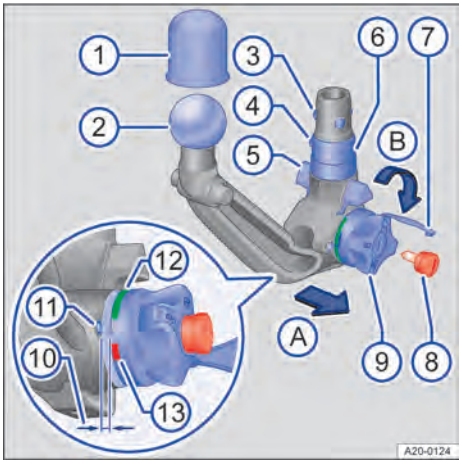

Fig. 168 Cuadro general: enganche desmontable para remolque.
4. Retire la tapa → Fig. 168 ⑦ de la cerradura de la ruedecilla.
5. Introduzca la llave → Fig. 168 ⑧ en la cerradura y gírela en el sentido contrario al de las agujas del reloj.
6. Sujete el enganche → Fig. 168 ② con una mano → ⚠.
7. Con la otra, extraiga la ruedecilla → Fig. 168 ⑨ en el sentido de la flecha Ⓐ y manténgala en esta posición.
8. Gire la ruedecilla → Fig. 168 ⑨ en el sentido de la flecha Ⓑ hasta el tope.
9. Sujete la ruedecilla → Fig. 168 ⑨ en esta posición y retire el enganche para remolque ② de su alojamiento hacia abajo. El enganche encastra y está pretensado.
2. Con la otra, gire la ruedecilla → Fig. 168 ⑨ en el sentido de la flecha Ⓑ hasta el tope.
3. Presione la bola → Fig. 168 ④ hacia dentro.
4. Gire la ruedecilla → Fig. 168 ⑨ en el sentido contrario al de las agujas del reloj.
5. Suelte la bola → Fig. 168 ④. La ruedecilla ya no queda separada del enganche. El enganche está ahora destensado.
6. Gire la llave → Fig. 168 ⑧ en el sentido de las agujas del reloj y retírela. Guarde la llave en la caja portaobjetos.
7. Cierre la tapa de la cerradura → Fig. 168 ⑦.